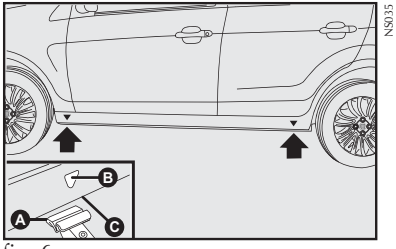

fig. 6
4) Colocar o macaco onde está marcado o símbolo ▼ **B-fig. 6**, perto da roda a substituir. Certificar-se de que a ranhura **A-fig. 6** do macaco esteja bem encaixada na longarina **C-fig. 6**.